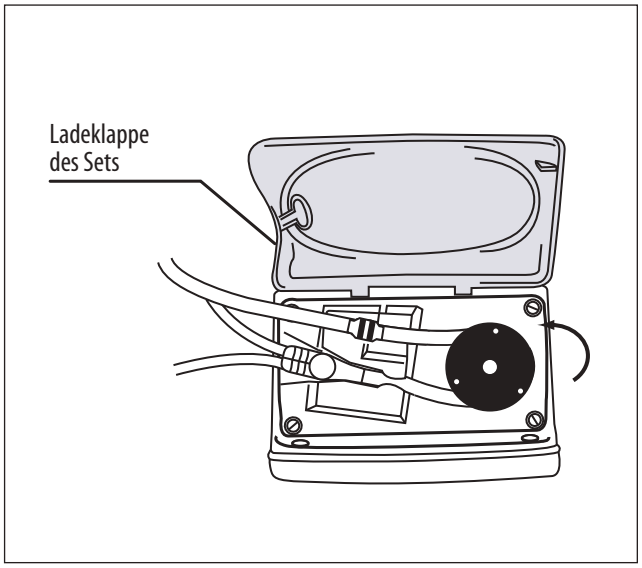

Abbildung 6B
3. Das Ende mit der MISTIC-Halterung (dem schwarzen Haltering) fassen und die Leitung entgegen dem Uhrzeigersinn um den Rotor wickeln. **Die Silikonleitung darf nicht zu stark gedehnt werden (Abbildung 6B).**
4. Das Ende mit der MISTIC-Halterung vorsichtig nach links ziehen, um es über dem Schlitz auf der linken Seite zu positionieren, und anschließend die Halterung in den Schlitz absenken. Die Halterung nach unten drücken und dann loslassen, um sicherzustellen, dass sie ordnungsgemäß befestigt ist (Abbildung 6B).